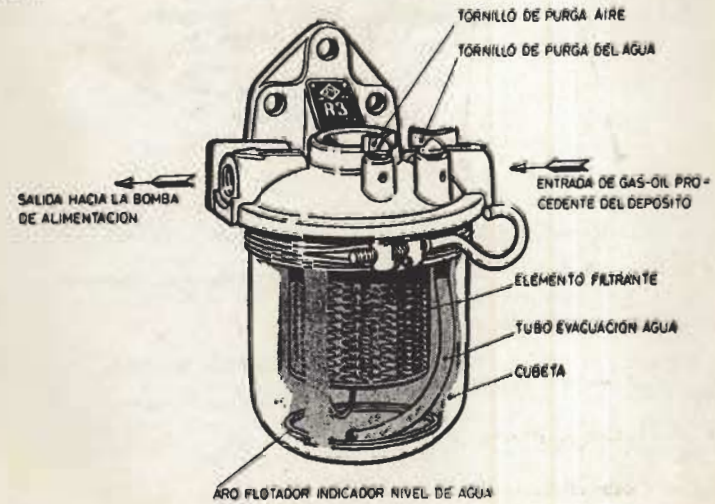

**Fig. 3.2. - Filtro primario de combustible**
**Para el cambio del elemento filtrante del filtro primario** (fig. 3.2):